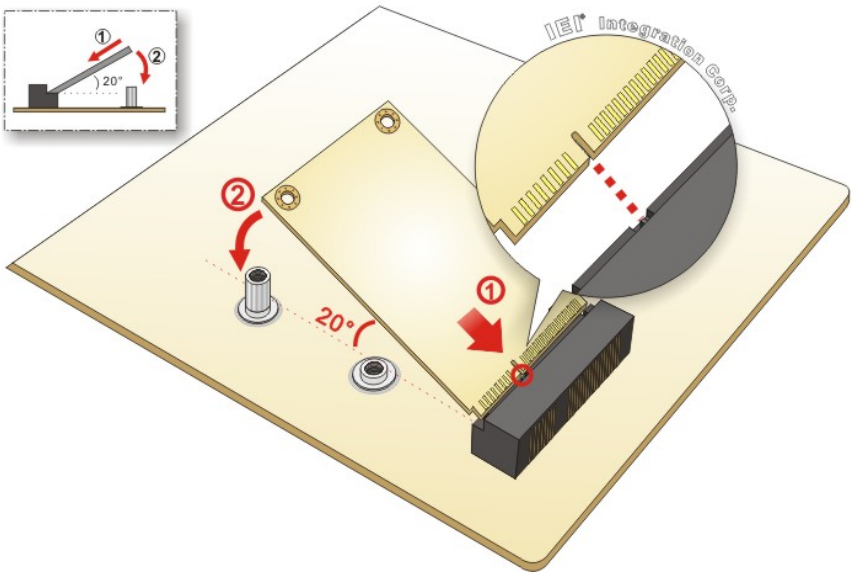

Figure 3-14: Inserting the PCIe Mini Card into the Slot at an Angle
Step 4: **Insert into the socket at an angle**. Line up the notch on the card with the notch on the slot. Slide the PCIe Mini card into the socket at an angle of about 20º (**Figure 3-14**).